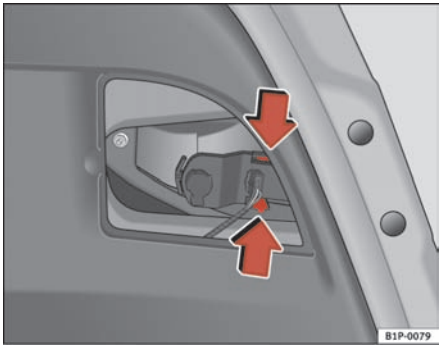

Fig. 173 Removing the lampholder
– Take the lampholder out pressing on the securing pins and extract it outwards ⇒ page 247, fig. 173.